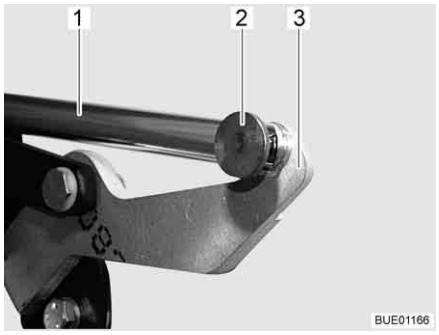

Fig. 77 Drive
- Remove the connection (e.g. splint and pin) (Fig. 77,2) between the push rod (Fig. 77,1) and lever (Fig. 77,3).